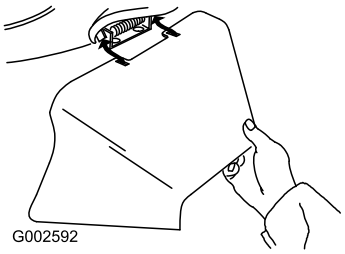

Figuur 29
3. Monteer de zijafvoertunnel en sluit het deurtje op de tunnel (Figuur 29).